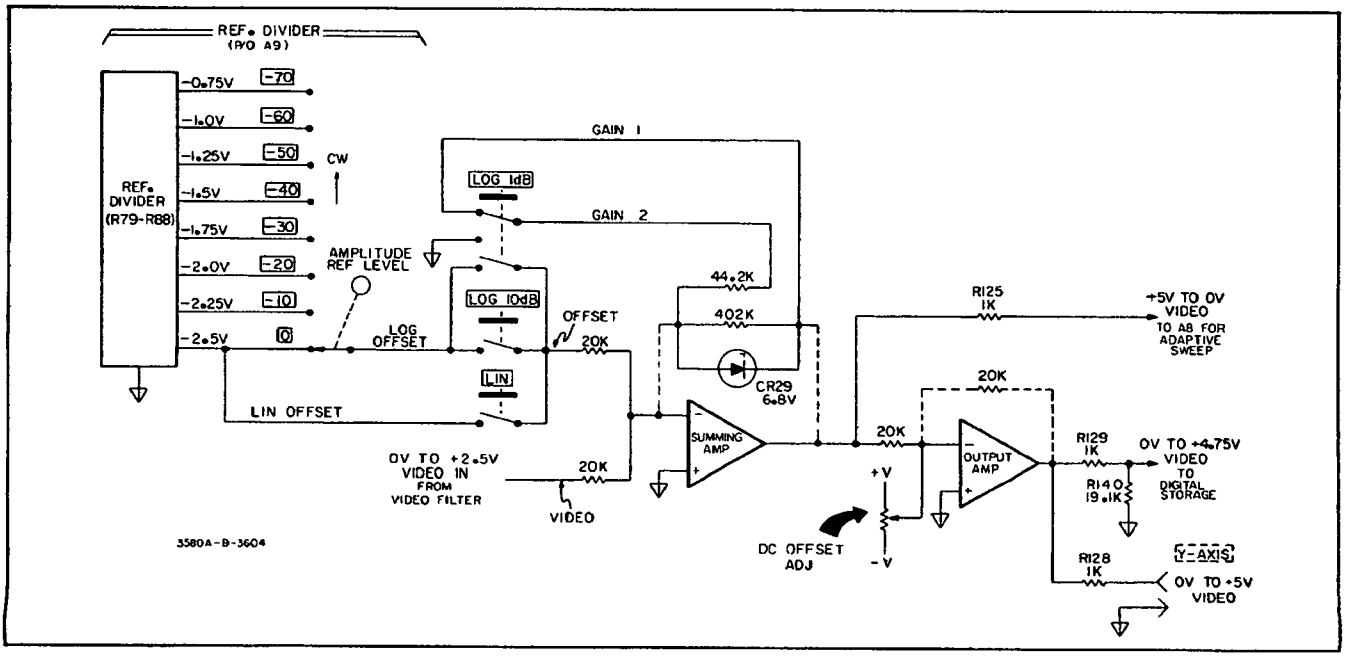

**Figure 4-9. Video Output.**
**4-66. Video Output.** The Video Output circuits (Figure 4-9) consist of a Reference Divider, a Summing Amplifier and an Output Amplifier.